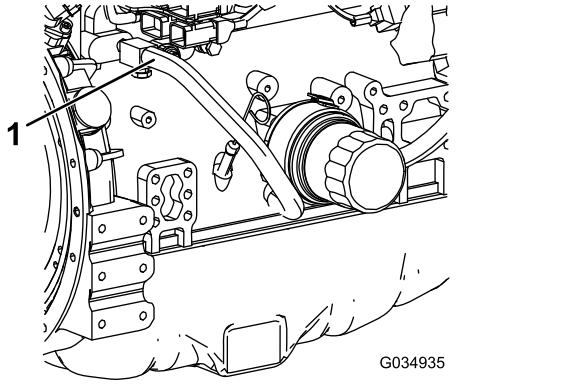

Bild 120
7. Schließen Sie den Kühlmittelschlauch vom Motorölkühler ab (Bild 120).